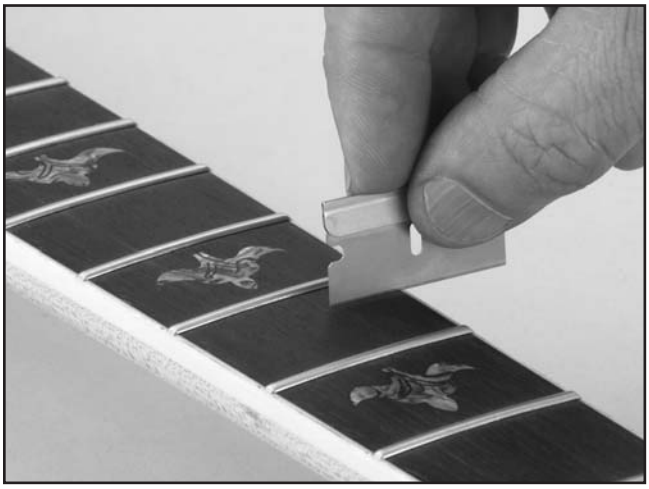

Figure 13. Scraping the fretboard.
6. Before wet sanding, remove the masking tape from the fretboard and carefully scrape any excess finish off the fretboard with a razor blade or chisel as shown in **Figure 13**.